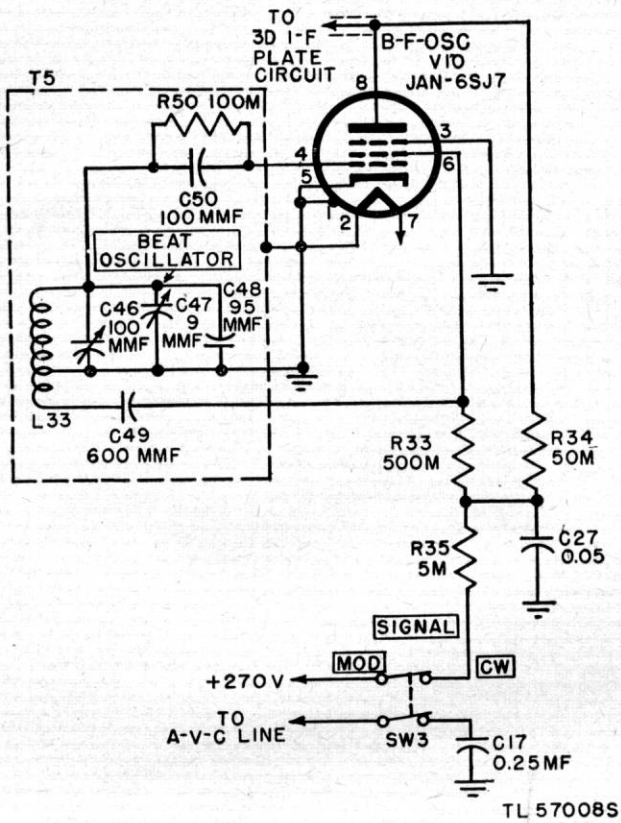

Figure 32. Radio Receiver BC–779–B, functional diagram of beat-frequency oscillator.
e. A-V-C Operation. With the AVC-MANUAL switch at AVC, the a-v-c control voltage is obtained from the junction of R52 and R19 and applied to the r-f stages and the first two i-f stages through the AVC-MANUAL switch and the i-f filter consisting of 1-meg resistor R52 and 0.05-mf paralleled capacitors C56 and C18B. This resistor-capacitor combination establishes the time constant of the a-v-c circuit. The grid resistors and capacitors in the controlled r-f and i-f stages also affect the time constant. The 2-meg resistor, R19, provides an interconnection between the avc and the fixed bias circuit. The SENSITIVITY control can therefore be used to adjust the gain of the receiver during a-v-c operation. This feature is very helpful in a noisy location. When avc is used for c-w code reception, a longer time constant is desirable and is secured by adding a 0.25-mf capacitor C17 in parallel with C56 and C18B. This additional capacitor is connected to one pole of the SIGNAL MOD-CW switch, SW3 (fig. 32), which controls the beat oscillator. Therefore, when the beat oscillator is turned on for c-w code reception, capacitor C17 is automatically added to the a-v-c system.
66. Beat Frequency Oscillator (fig. 32)